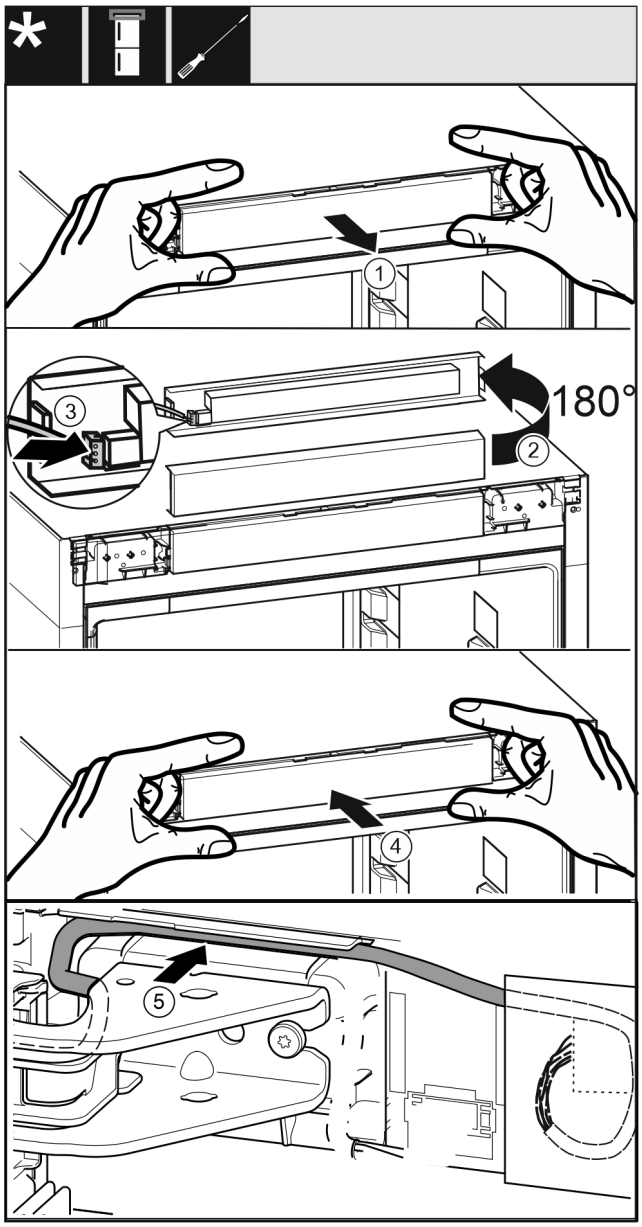

Fig. 62
▶ Remove the control panel trim *Fig. 62 (1)* carefully.
▶ Turn the control panel trim *Fig. 62 (2)* up by 180°.
▶ Engage the plug *Fig. 62 (3)* on the control panel trim.
▶ Re-engage the control panel trim *Fig. 62 (4)* on the appliance.
▶ Lay the cable *Fig. 62 (5)* carefully in the guide above the top swap bearing block.